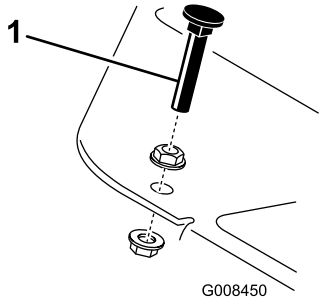

Figur 43
Tryck ner bromspedalen. Det behövs en justering om pedalen vidrör stoppet (Figur 43) innan anspänningen känns i kabeln:
1. Lossa låsmuttrarna till huvudskruvarna med fläns som fäster pedalstoppet vid golvplattan (Figur 43).